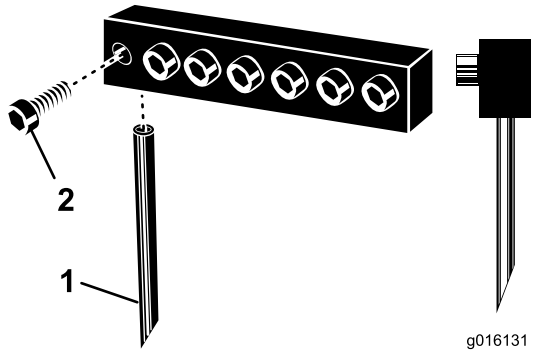

Figur 27
3. Lossa klämbultarna och ta bort de luftarpinnar som användes tidigare (Figur 27).
Obs: Ihåliga hålpipor ska placeras med utmatningsskåran bakåt, medan solida luftarpinnar ska vara vända med den vinklade pinnspetsen mot maskinen (Figur 27).